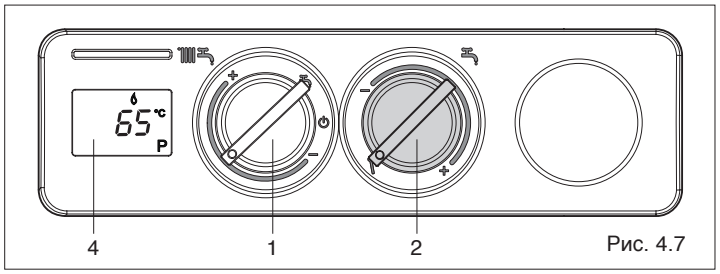

Рис. 4.7
- **Режим газоанализа:** при повороте ручки регулирования температуры горячей воды (2, Рис. 4.7) на символ активируется функция газоанализа, на дисплее (4, Рис. 4.7) загорится символ **P**. При повороте переключателя режимов работы (1, Рис. 4.7) на максимум (конец шкалы – символ +), горелка перейдёт на максимальную мощность, включится циркуляционный насос системы отопления, а котёл (если он был погашен) разожжётся и будет работать 10 минут. При работе котла в этом режиме остаются активными устройства защиты и, если максимальная температура будет достигнута прежде, чем истекут 10 минут, котёл начнёт плавно изменять мощность в сторону её понижения. При повороте переключателя режимов работы на минимум (конец шкалы – символ -), горелка перейдёт на минимальную мощность. По истечении заданного времени система выключится. Для того чтобы возобновить нормальную работу, или прервать данную функцию, снова установите ручку (2, Рис. 4.7) на нужное значение температуры.